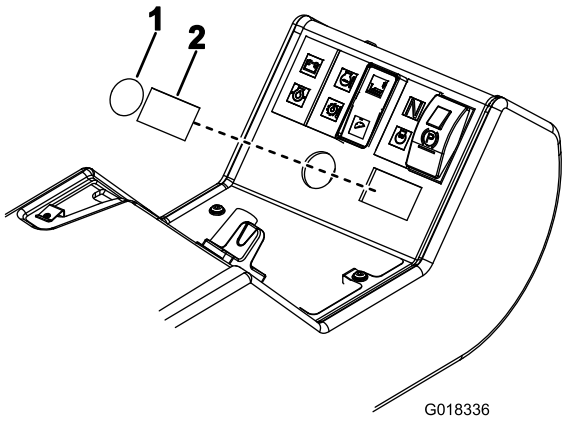

Bild 17
8. Entfernen Sie die runde Blende und die danebenliegende rechteckige Blende am Armaturenbrett (Bild 17).